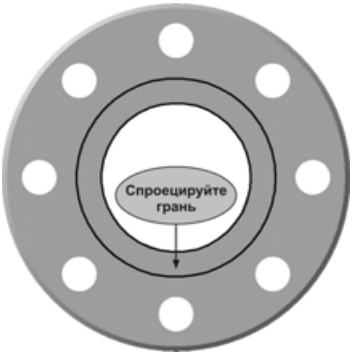

Рис. 8.144
- Установите ориентацию **Нормально к...**. Нажмите кнопку **Спроецировать объект** на панели **Геометрия** и спроецируйте в эскиз плоскую грань проточки (рис. 8.144).